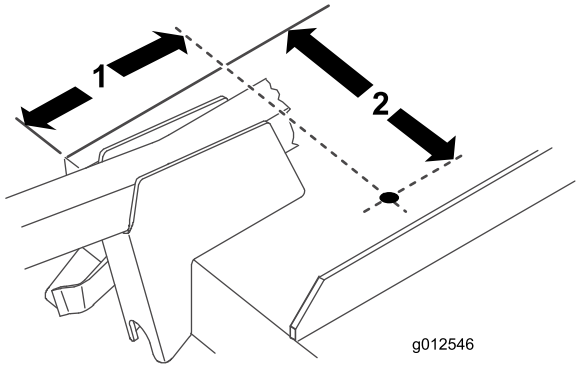

Figure 18
1. En vous aidant des dimensions données à la Figure 18, localisez, repérez et percez un trou de 13/32 po de diamètre dans le plateau. Les dimensions indiquées partent du coin avant droit et du bord de l'ouverture d'éjection. Les supports de ventilateur ne sont pas représentés pour plus de clarté.